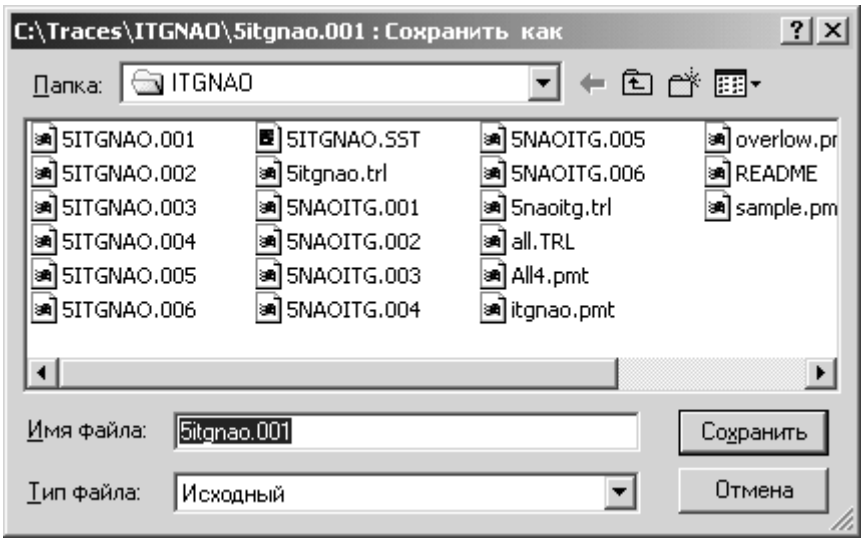

Рисунок 3-2: Диалоговое окно Сохранить как
2. Выберите Трасса>Сохранить как. Открывается диалоговое окно “Сохранить как” (Рисунок 3-2).